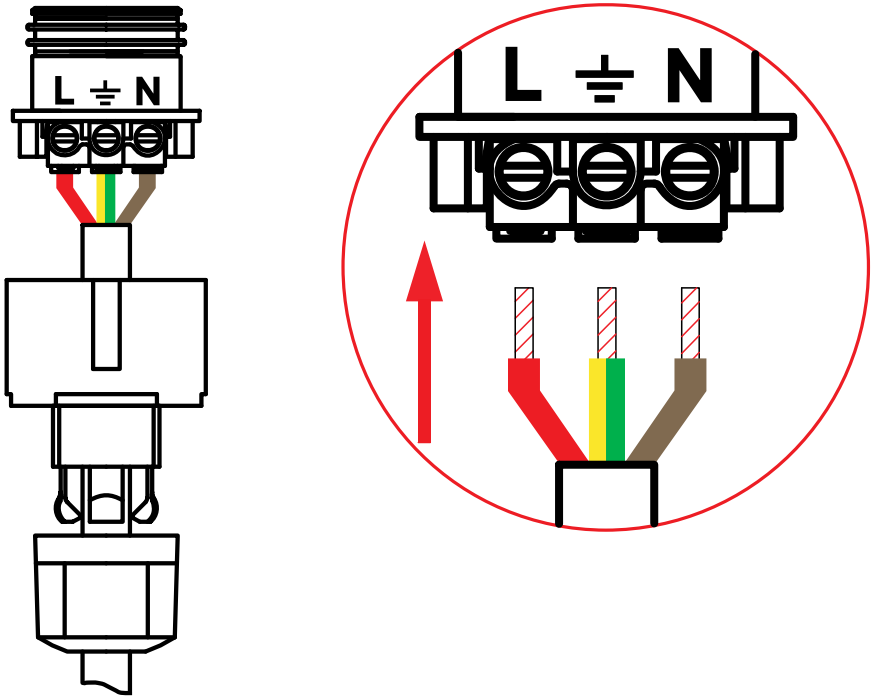

Рис.7 Схема подключения насоса.
- В комплект поставки насоса входит специальный штекер, позволяющий осуществить быстрое и безопасное подключение кабеля электропитания к насосу. Порядок подключения показан на Рис.7.